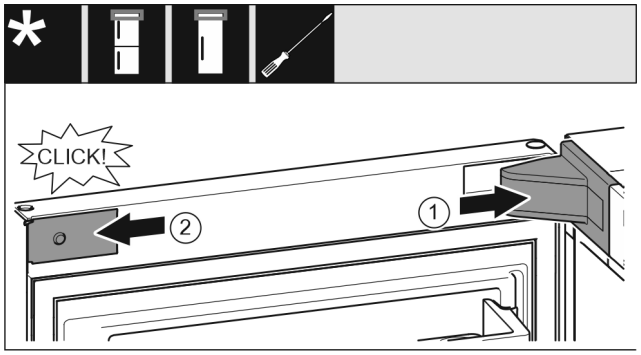

Fig. 18
- ▶ Крышку опорного кронштейна установите и зафиксируйте, при необходимости осторожно разожмите. *Fig. 18 (1)*
- ▶ Установите накладку сбоку и зафиксируйте. *Fig. 18 (2)*